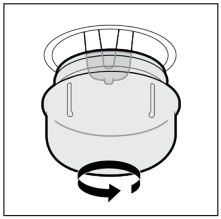

Rys. 6
2. Odkręcić szklaną obudowę w kierunku przeciwnym do kierunku ruchu wskazówek zegara zgodnie z Rys. 6 i zastąpić żarówkę nową tego samego typu i o tych samych wartościach.